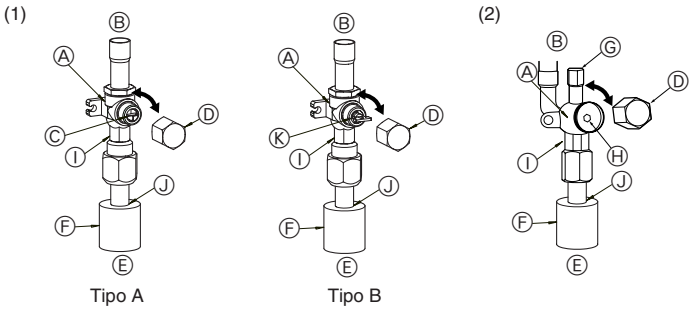

Fig. 4-5 **Fig. 4-6**
(1) Lado do gás para o P100-P140 (Fig. 4-5)